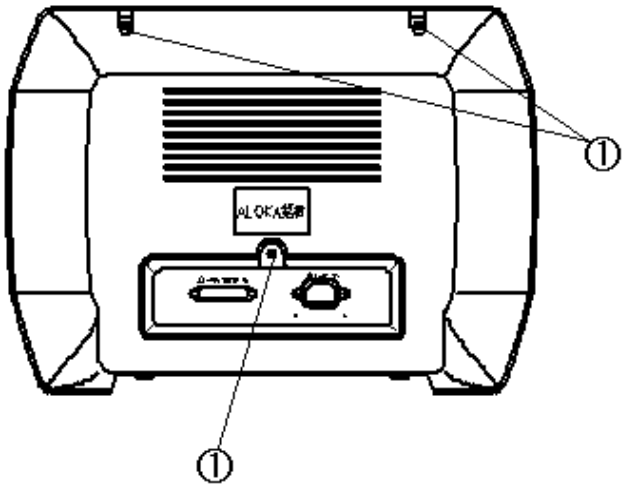

Fig. 1 Machine-screws position to mount Cover
Detach AC Power Connector from the power cable. Use a screwdriver and unfasten three screws for the cover mounting (Fig. 1 ①), and then pull it out.